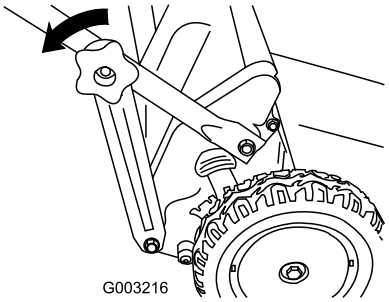

Figuur 40
1. Verwijder de knoppen van de onderste handgreep (Figuur 40).
2. Maak de beugels van de onderste handgreep los van het onderste uiteinde van beide zijkanten van de handgreep (Figuur 40).